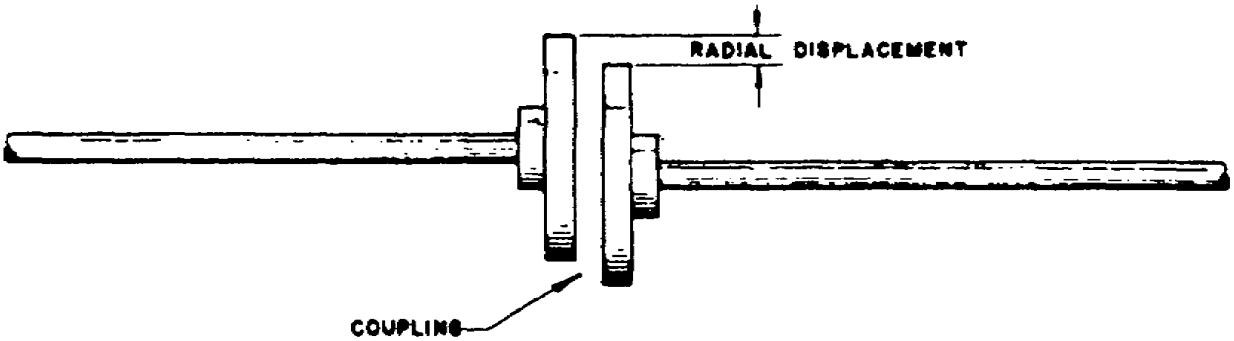

Figure 2.2. Radial Misalinement.
a. Radial misalinement. When the centers of the two shafts do not coincide, radial misalinement occurs. The displacement, illustrated in figure 2.2, causes excessive vibration and wear within the coupling because of radial movement of the two halves of the coupling with respect to each other. This displacement also causes pulsating loads on the bearings, shortening their life.